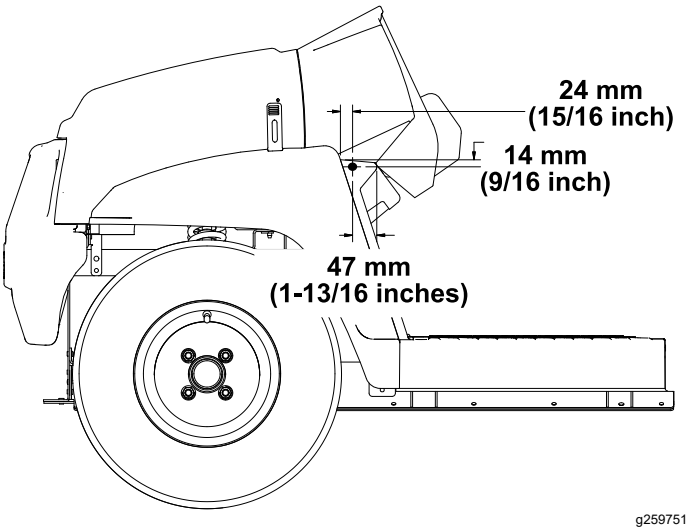

Rysunek 2
2. Odnosząc się do wymiarów przedstawionych na Rysunek 2, wywierć 1 otwór (5/16 cala) na zewnątrz oparcia na stopy po lewej i prawej stronie maszyny.